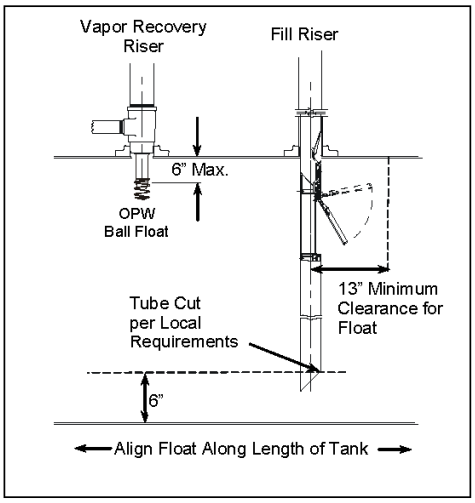

Figure 16
Measuring from the underside of the inlet tube flange, mark the overall length of the drop tube a distance of (B) minus 6". Determine dimension (B) from the measurements taken in Step 1, Figure 1 (Top of the Face Seal Adaptor below the drain valve outlet in the spill container to the bottom of the tank). Saw off the excess tube at a 45-degree angle or per local codes or requirements, and file off any sharp burrs (Refer to Figure 16). Optional: Install the OPW Tank Bottom Protector on the lower tube (Refer to Installation instructions supplied with the Tank Bottom Protector).